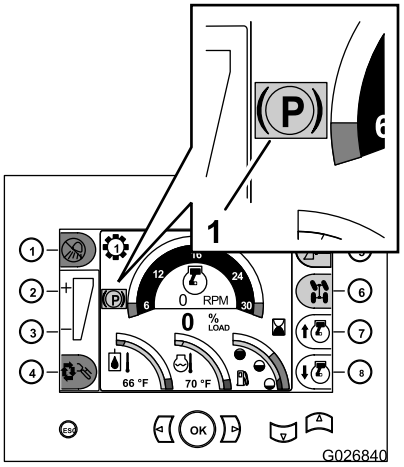

Figura 12
Nota: L'indicatore rosso del freno di stazionamento apparirà sul display del centro di comando (Figura 12).
- Se arrestate il motore senza innestare il freno di stazionamento, la macchina lo innesterà e sul display del centro di comando comparirà l'indicatore giallo del freno di stazionamento (Figura 12).